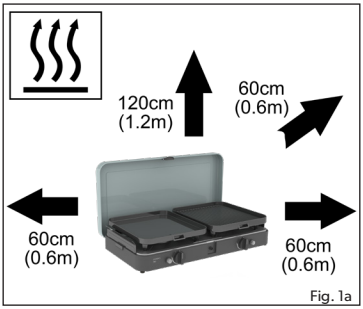

Fig. 1a
- Sørg for at enheden ikke anvendes i nærheden af antændelige materialer. Minimum sikkerhedsafstande: over enheden - 1,2m, bagtil og til siderne - 0.6m. (fig.1a)